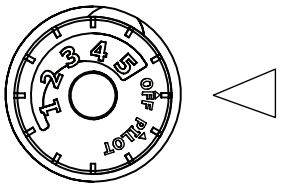
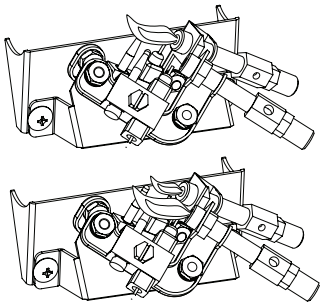

Fig. 15 - Perilla de control
Fig. 16 - Piloto
3. Gire la perilla de control hacia la derecha a la posición “OFF” (Ver Fig. 15).
4. Espere cinco (5) minutos para que se vacíe todo el gas. Luego huela en busca de gas, incluyendo cerca del piso. Si huele gas, ¡ALTO! Siga “B” en la información de seguridad a la izquierda de esta etiqueta. Si no huele a gas, vaya al siguiente paso.
5. Gire la perilla de control hacia la izquierda a la posición“PILOT” (Ver Fig. 16). Oprima la perilla de control.
7. Mantenga oprimida la perilla de contro durante (30) segundos después que el piloto encienda. Suelte la perilla de control.